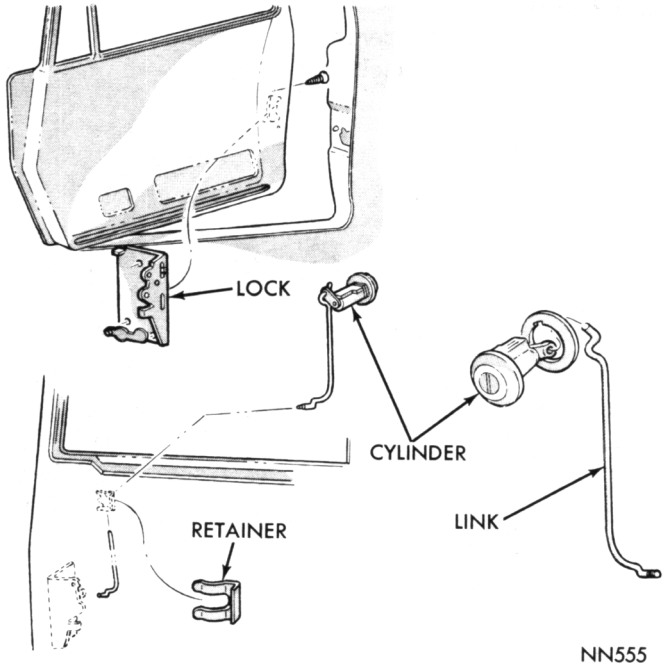

Fig. 22—Lock Cylinder
(1) With window in the up position, disconnect cylinder link (Fig. 22) from clip on lock lever **(4 door only)** and from cylinder.
(2) On **2 door models** disconnect lock link from clip on lock lever, remove link control bracket mounting screws and remove cylinder link from cylinder.
(3) Romove retainer from cylinder body and cylinder from door.